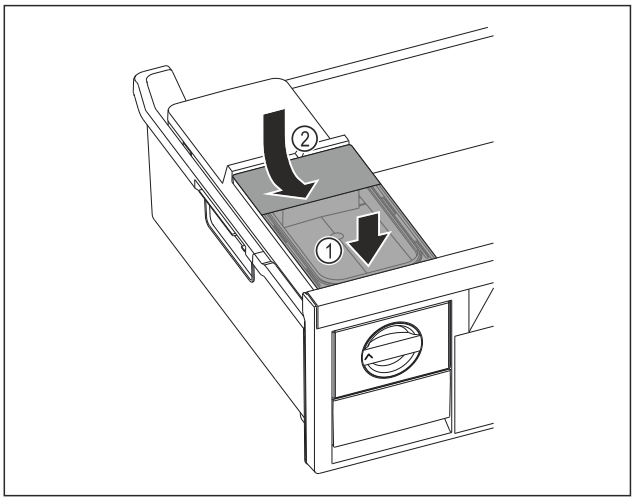

Fig. 122
▶ Așezați în față rezervorul de apă. *Fig. 122 (1)*
▶ Coborâți în spate rezervorul de apă. *Fig. 122 (2)*